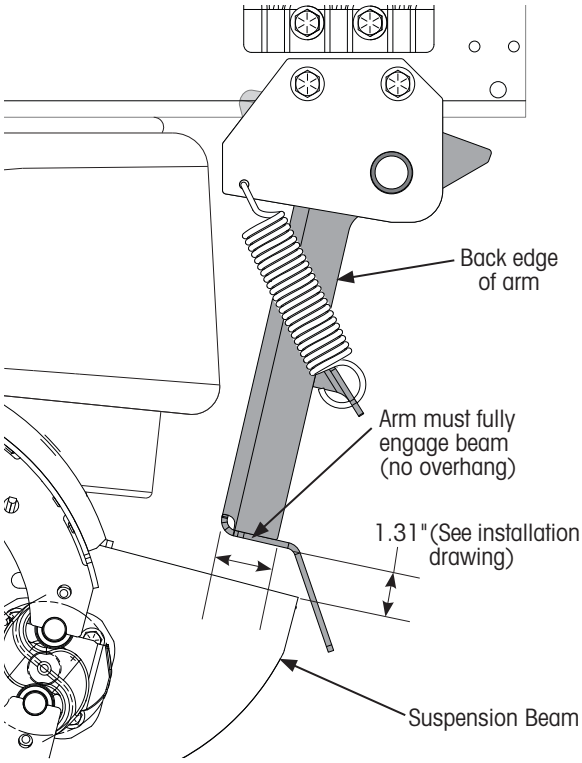

Figure 14: Checking arm-to-beam clearances
12. With the suspension at the designed ride height, **measure** the distance from the top of the beam to the bottom of the arm (Figure 14). An acceptable measurement range is 1.31" (33 mm).
13. Check the arm position relative to the beam (Figure 14). The arm must have full engagement with the beam. In other words, the back edge of the arm must be entirely positioned over the top surface of the beam (ignore the beam side surfaces when checking arm position).